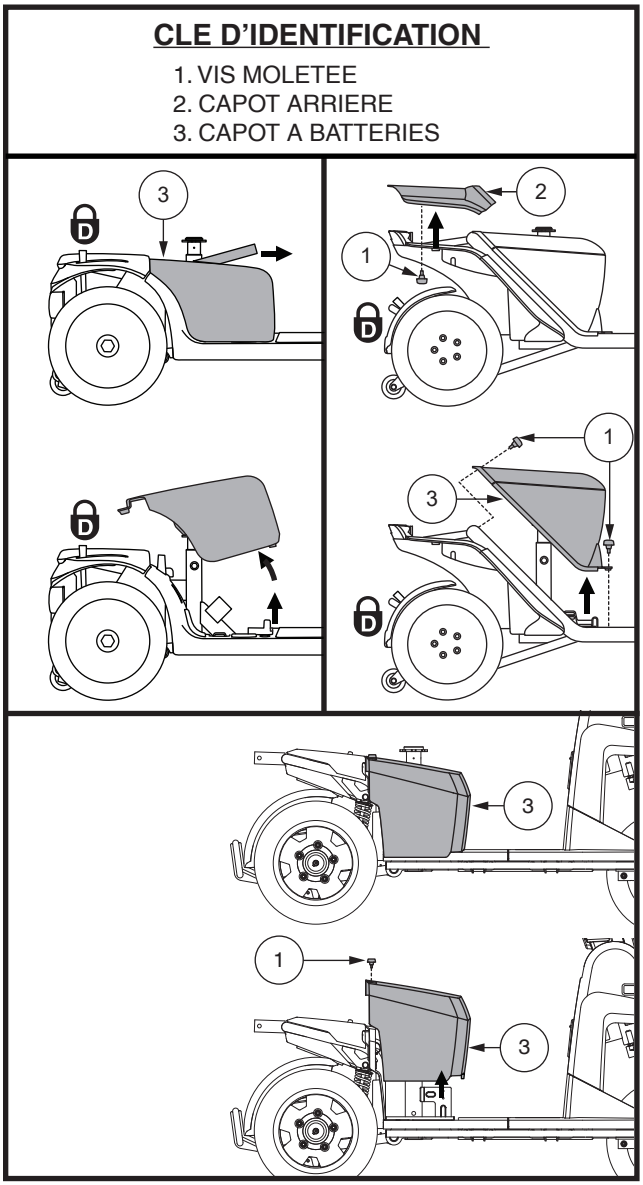

Figure 15. Retirer/Installer le protecteur de la batterie
1. Retirez le siège et le capot à batteries. **Voir la figure 15.**
a.) *Pour modèles 614 et 714,* retirez les deux (2) vis moletées du le capot arrière du scooter qui le fixe sur la structure et soulevez-le à la verticale. **Voir la figure 15.**
b.) *Pour modèles 614 et 714,* retirez les quatre (4) vis moletées du couvercle à batteries qui le fixe sur la structure et soulevez-le à la verticale. **Voir la figure 15.**